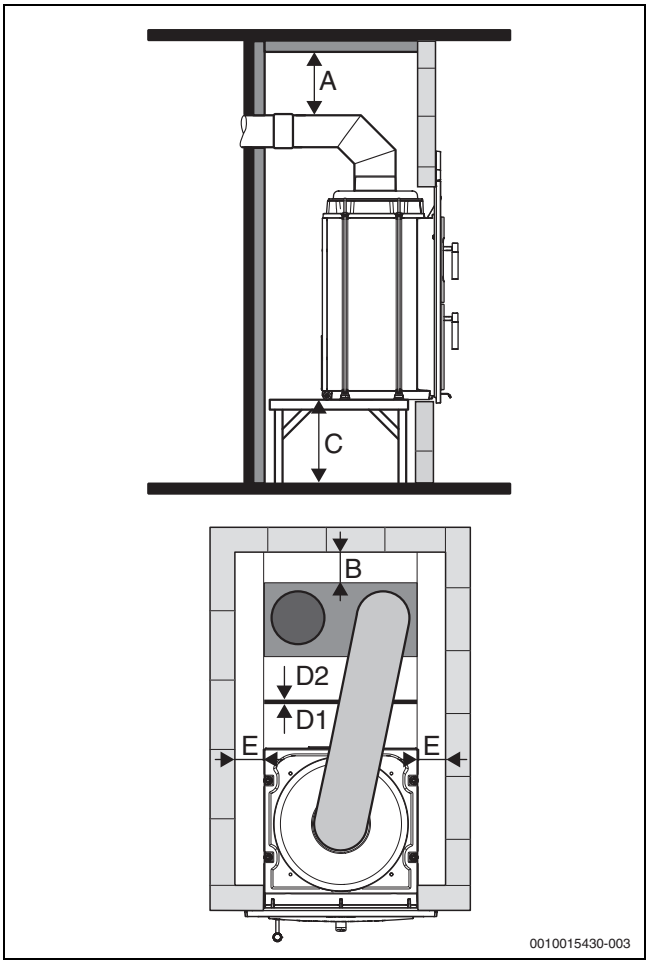

Bild 11 Heizkammer-Mindestabstände
- ▶ Mindestabstände einhalten (→ Bild 11, Seite 13).